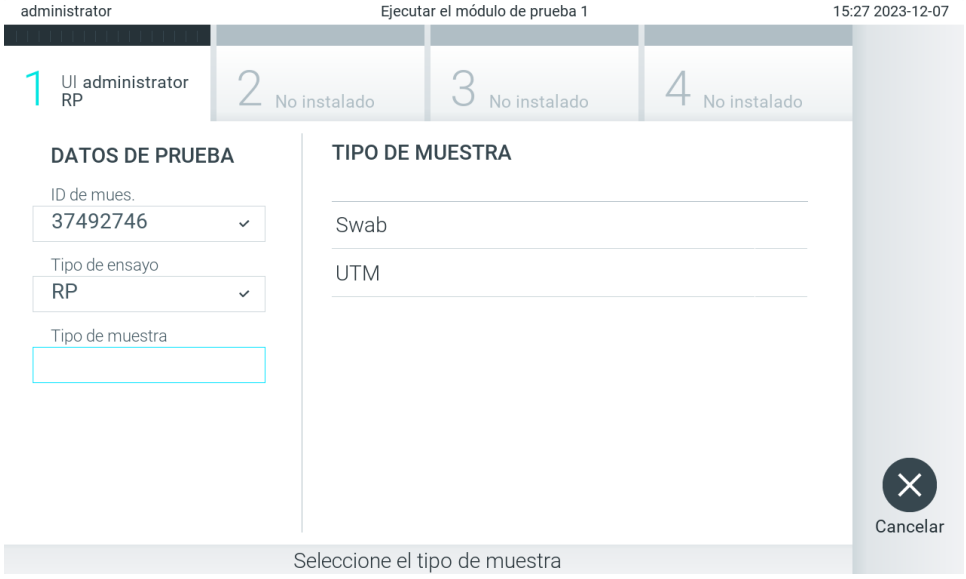

Figura 88. Selección del tipo de muestra.
5. El campo Assay Type (Tipo de ensayo) se ingresará automáticamente y, si es necesario, se deberá seleccionar manualmente un Sample Type (Tipo de muestra) en la lista (Figura 88).